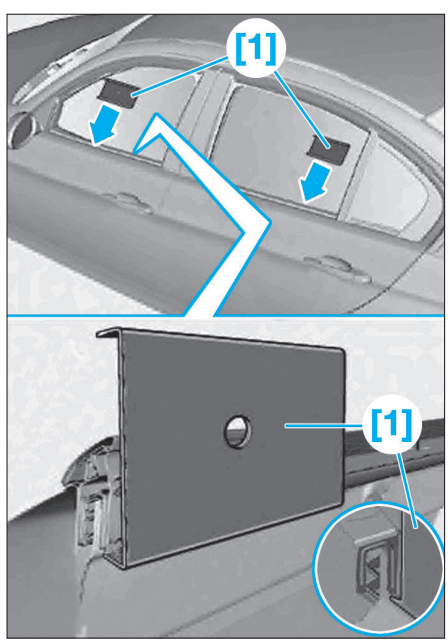
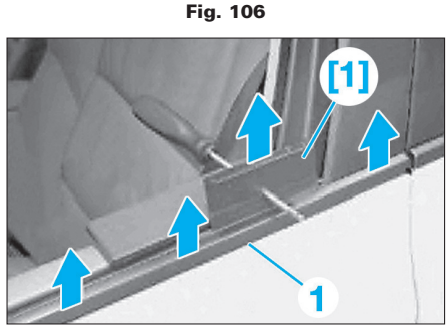

Fig. 106
Fig. 107
- [1] Soulève baguette réf. BMW 9324 **(Fig.106)** et **(Fig.107)**.
• Introduire l'outil [1] entre le lécheur extérieur et la porte avant **(Fig.106)**.
• Extraire avec précaution et comme illustré le joint extérieur (1) de vitre avant **(Fig.107)**.